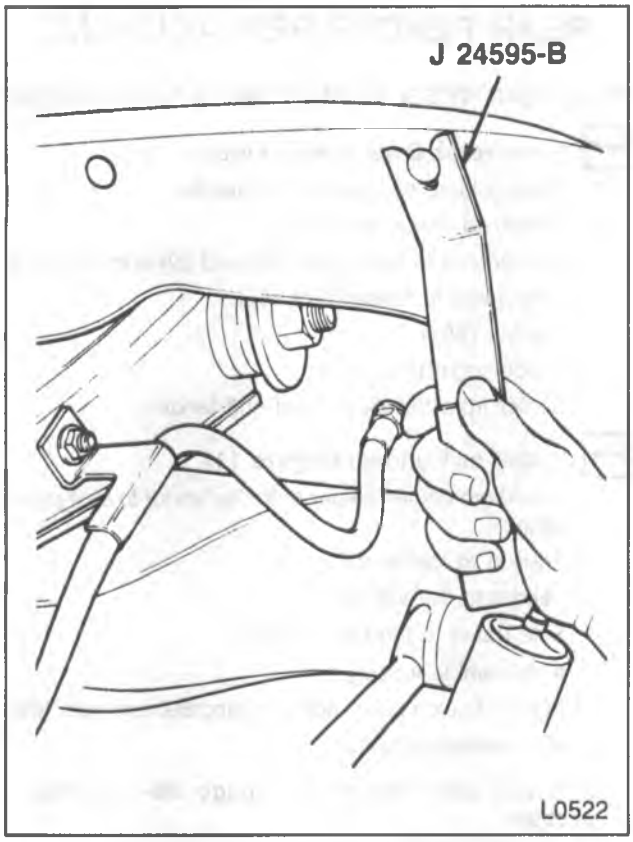

Figure 10—Removing Shield Retainers
6. Radiator support to fender bolts (119).
8. Shield to underbody retainers using J 24595-B (figure 10).
10. Wheelhouse panel to fender bolts (50).
11. Lower door pillar to fender bolt (45) and shim(s) (46).
12. Fender to cowl bolt (47) and shim(s) (46).
13. Upper fender to door pillar bolt (48) and shim(s) (46).